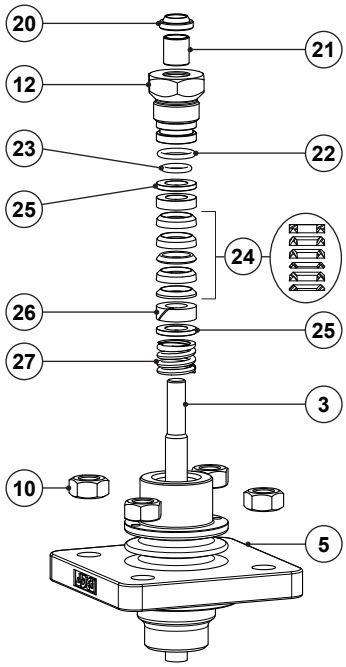

Fig. 9 - PTFE V-Rings
1. Unscrew the lock nut (13) from the stem (7).
2. Unscrew the gland nut (12) and remove it carefully together with the O-rings (22, 23).
3. Carefully pull the plug (3) with plug stem (7) out of the bonnet (5) through its bottom. Inspect the stem surface and plug sealing surface, replacing if necessary.
5. Clean the packing box and slide the stem (7) into the bonnet (5) once again.
6. Apply a suitable lubricant to all steam sealing components and stem (7).
7. Carefully slide the stem sealing components into the packing box according to Fig. 9.
8. Renew the scraper ring (20), plain bearing (21) and O-rings (22, 23) if necessary. Fit the O-rings (22, 23) and the gland nut (21), screwing it loosely.